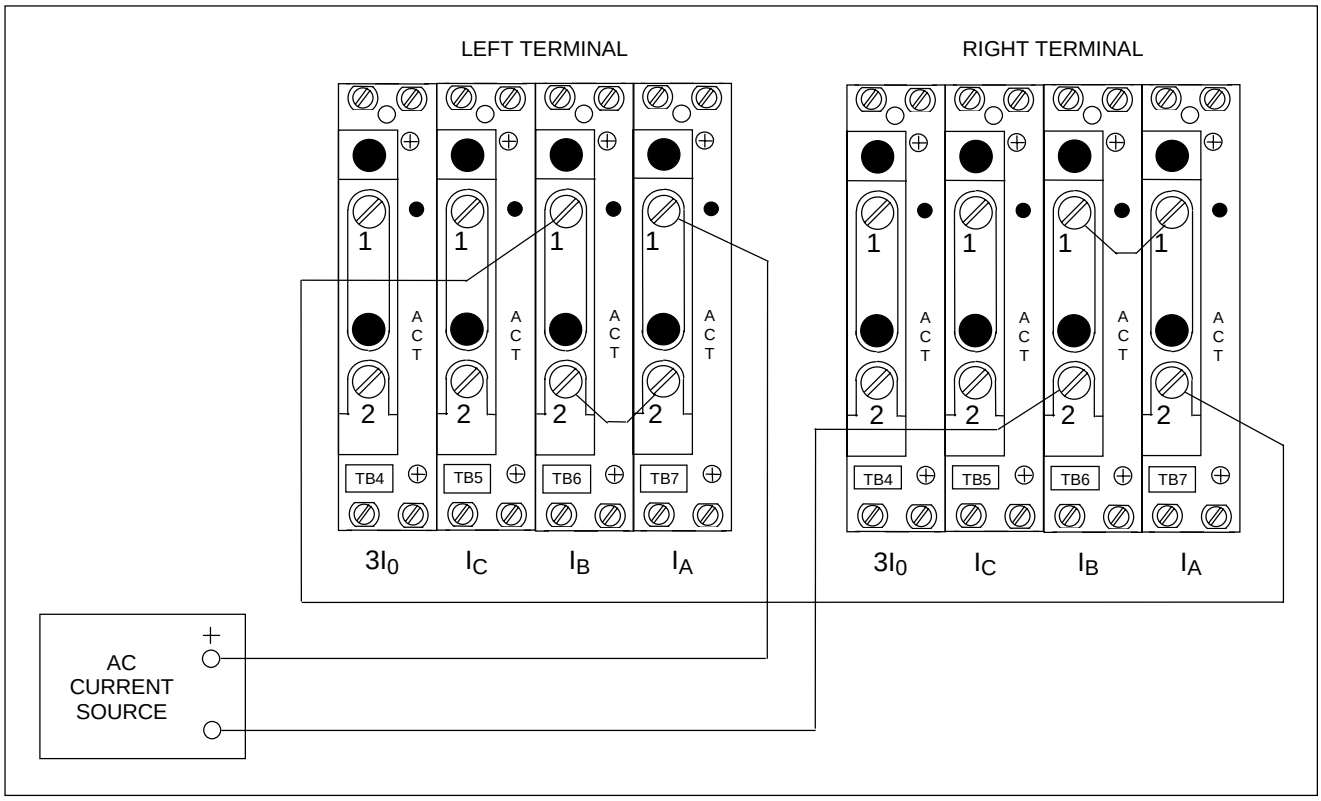
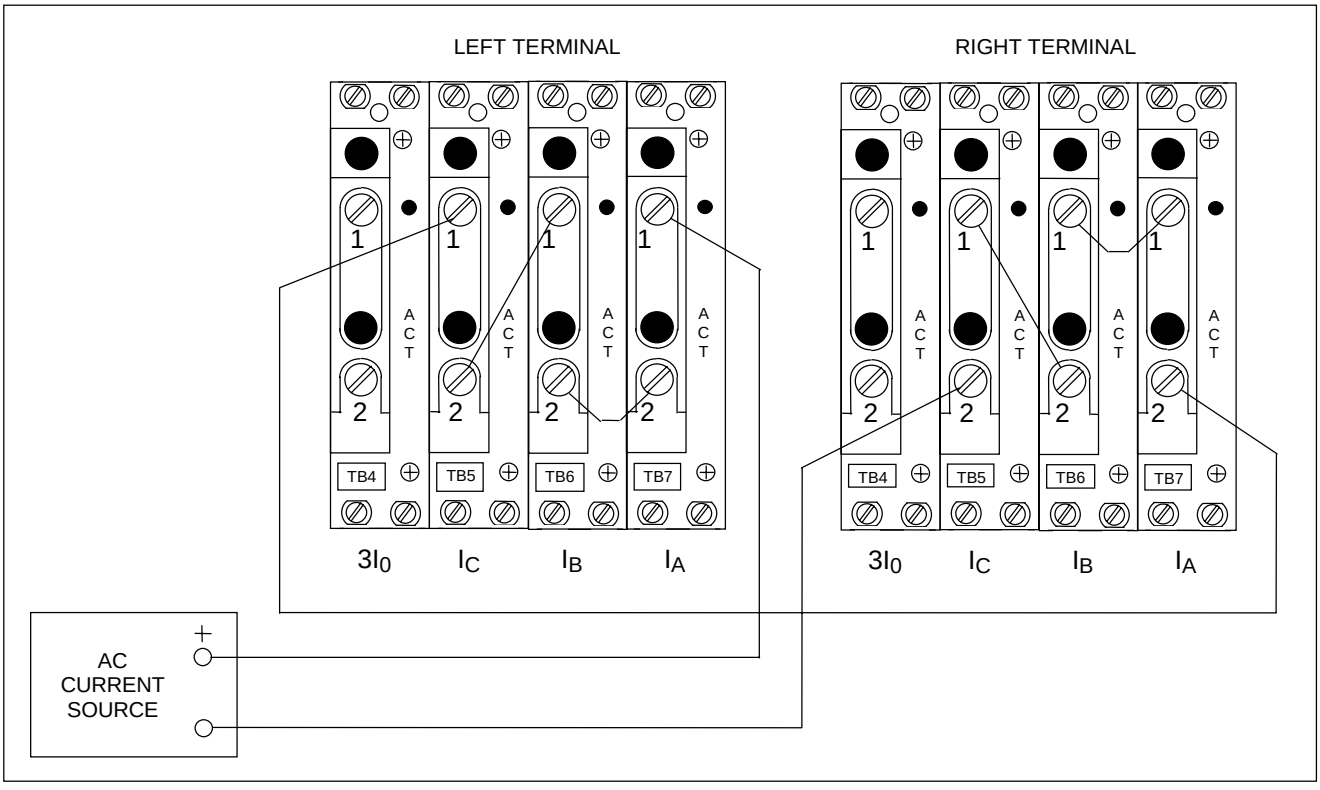
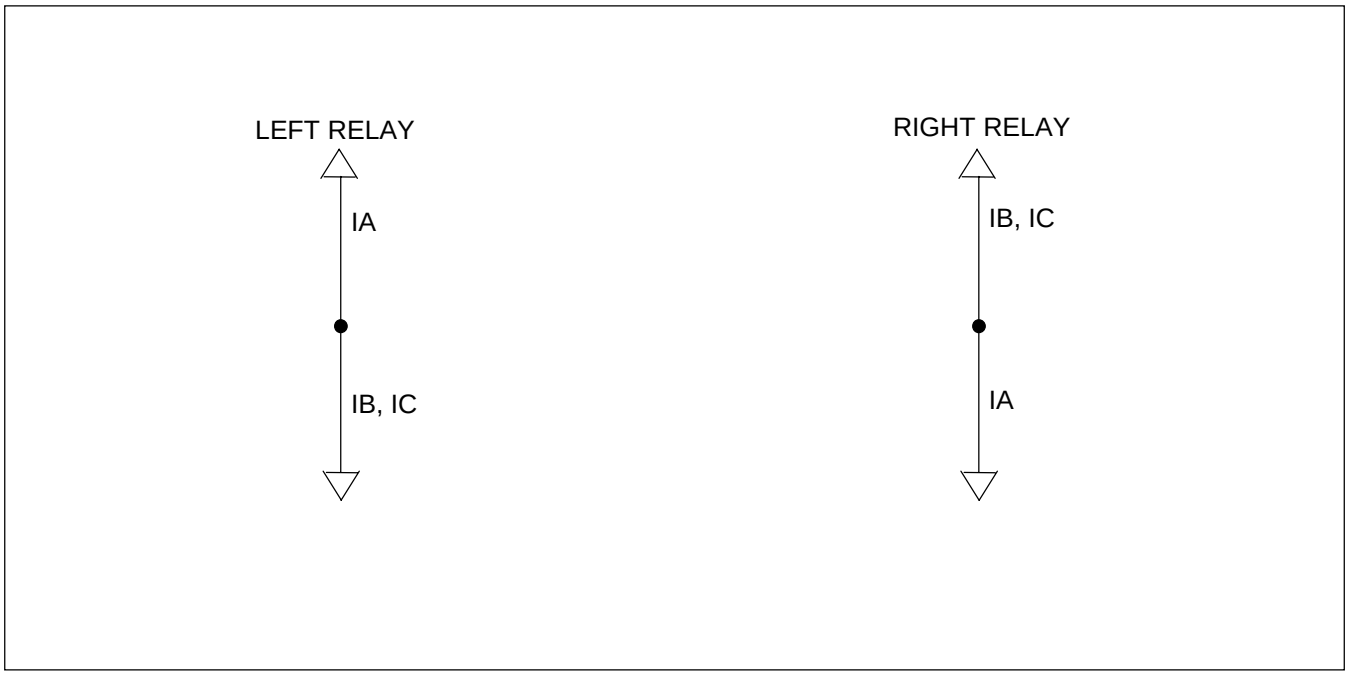

Figura 7-3. Conexión de prueba que simulan un fallo externo A-B
Figura 7-4. Conexión de prueba que simulan un fallo externo trifásico
Figura 7-5. Diagrama de fasor, simulación de prueba monofásica de un fallo trifásico externo
3. Los fallos externos trifásicos se pueden simular conectando el equipo como se muestra en la Figura 7-3.
La disposición de prueba de la Figura 7-3 origina la relación de fasor mostrada en la Figura 7-4. Un fallo externo trifásico tiene realmente la relación de fasor que se muestra en la Figura 7-5.
Las corrientes I_B e I_C están en fase para la simulación de prueba, en tanto que estas corrientes están desfasadas 120 grados en caso de fallo trifásico real. Esta diferencia no afecta a la validez del método de prueba monofásico. El RFL 9300 es un relé por fase (o de "fase separada"). Cada corriente de fase (y corriente residual) se compara extremo a extremo, sin considerar lo que está ocurriendo en las otras fases (o residuales). Esto significa que los fasores simplificados que se muestran en la Figura 7-4 se pueden utilizar para recrear los fasores reales de la Figura 7-5.